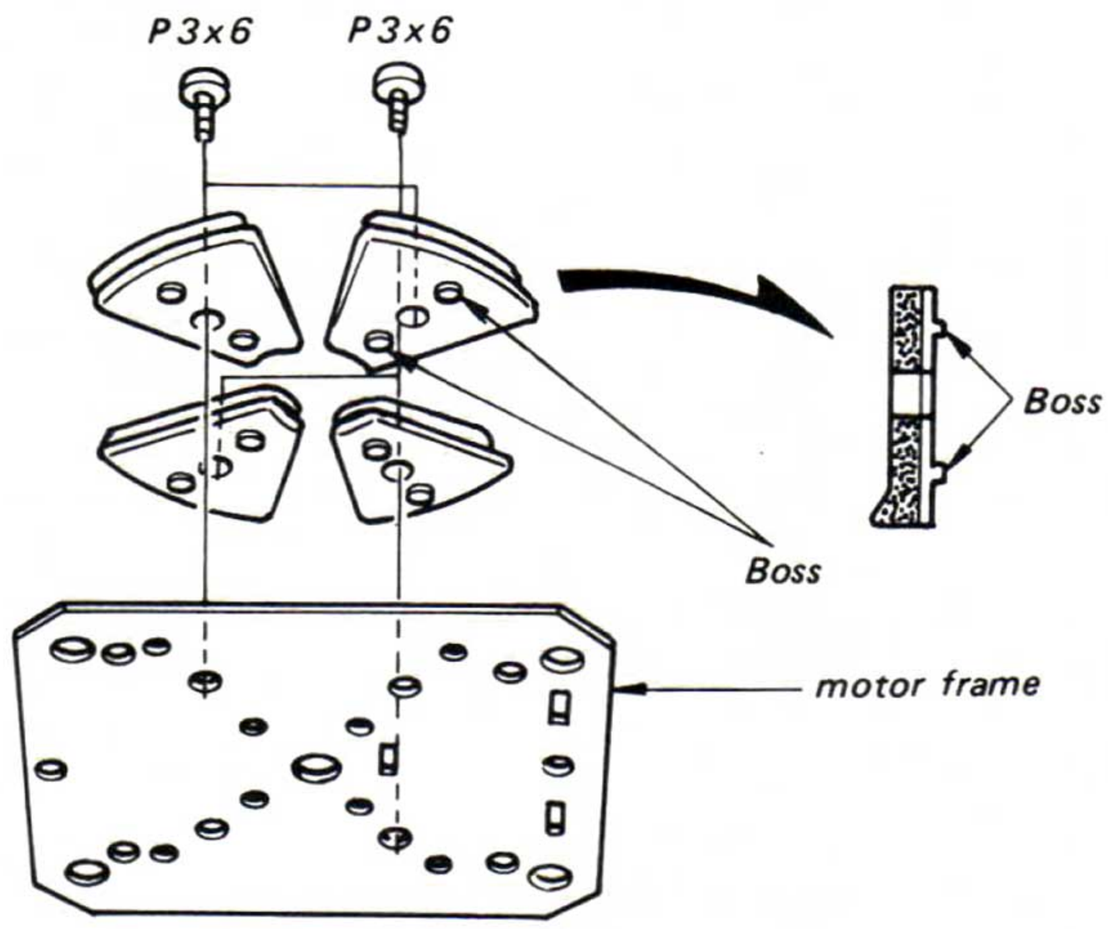

Fig. 5-3
a. Mount the coils on the motor frame so that the boss of the coil is placed in the hole of the frame as illustrated in Fig. 5-3.